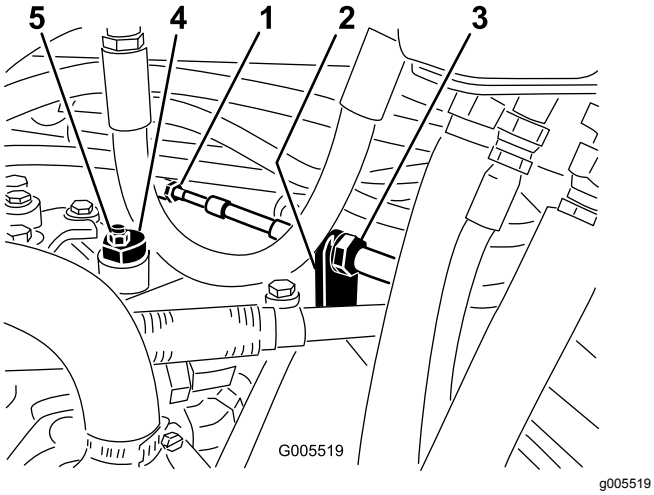

Figur 52
A. Lossa båda kontramuttrarna som säkrar drivkabeln till motorväggen på hydrostaten (Figur 52). Se till att lossa kontramuttrarna lika mycket och tillräckligt för att kunna göra en justering.
Obs: Lossa muttern som fäster excenterbulten på hydrostatens ovandel (Figur 52).
C. Vrid excenterbulten tills maskinen inte kryper i någon riktning. När hjulet slutar rotera drar du åt muttern som låser excenterbulten och justeringen (Figur 52). Kontrollera justeringen med gasen i det långsamma och snabba läget.
D. Dra åt låsmuttrarna jämnt på båda sidor om motorväggen och säkra drivkabeln på motorväggen (Figur 52). Vrid inte kabeln.